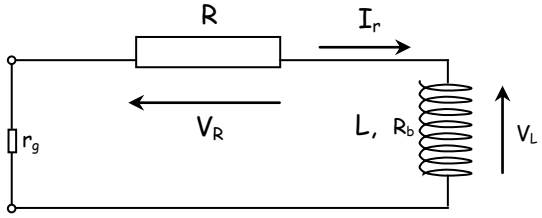

figure : 8
*Seconde demi-période (régime transitoire - figure 8)* :